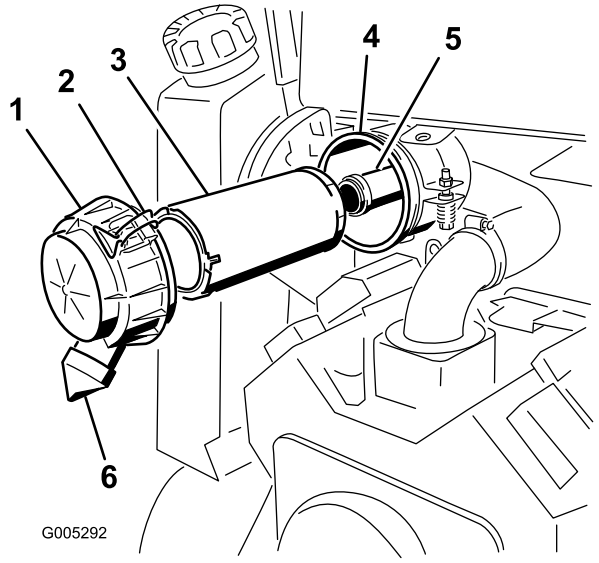

Figure 20
2. Ouvrez les dispositifs de verrouillage du filtre à air et enlevez le couvercle du corps du filtre (Figure 20).
6. Sortez l'élément principal du corps du filtre avec précaution et mettez-le au rebut (Figure 20). Évitez de cogner l'élément à l'intérieur du corps.
7. Si vous remplacez l'élément de sécurité, sortez-le avec précaution du corps du filtre et mettez-le au rebut (Figure 20). Évitez de cogner l'élément à l'intérieur du corps.
2. Si vous remplacez l'élément de sécurité, glissez-le avec précaution dans le corps du filtre à air (Figure 20). Assurez-vous qu'il est bien engagé en appuyant fermement sur le rebord extérieur.
3. Introduisez l'élément principal dans le corps du filtre avec précaution (Figure 20). Assurez-vous qu'il est bien engagé en appuyant fermement sur le rebord extérieur.
4. Montez le couvercle, l'entretoise et fixez-les avec l'écrou du couvercle (Figure 20). Serrez l'écrou à 11 Nm (95 lb-po).
5. Montez le couvercle du filtre à air avec la sortie caoutchouc en bas, à la position 5:00 à 7:00 heures (vue de l'extrémité) (Figure 20) et fixez-le avec les attaches.